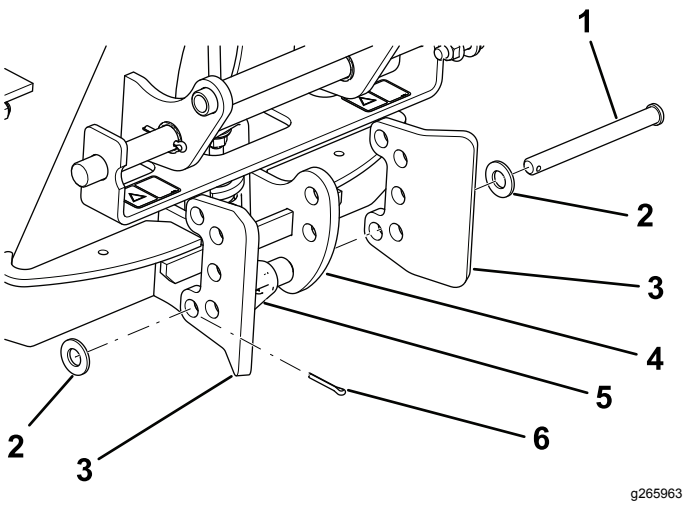
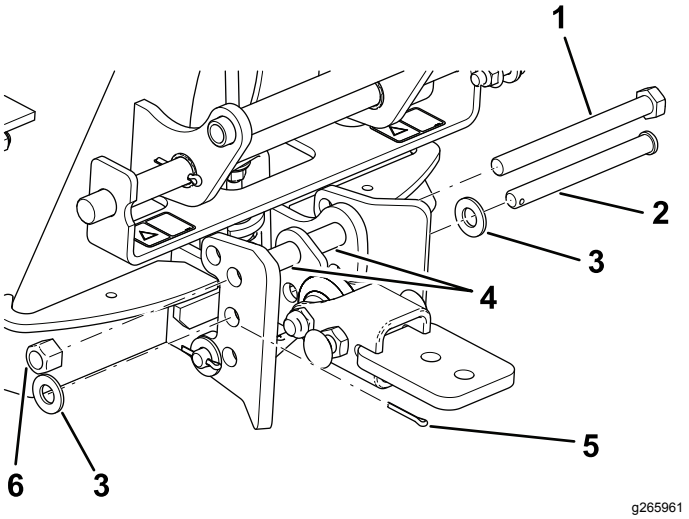

Figura 8
Figura 9
2. Collegate il gruppo dell'attacco a sfera all'adattatore come illustrato nella Figura 8 e Figura 9.